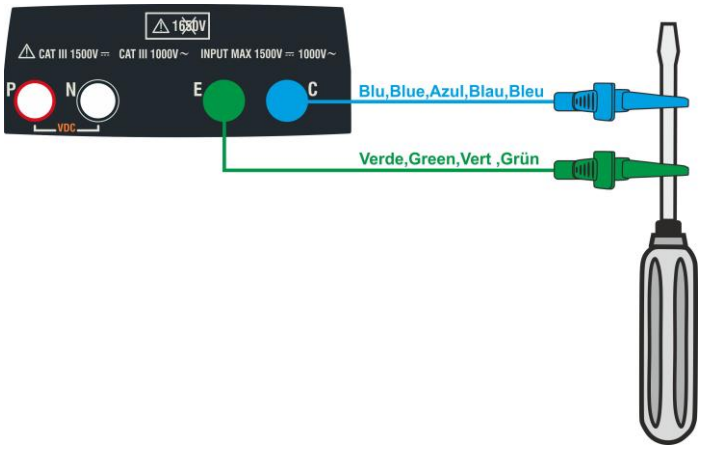

Fig. 4: Compensazione della resistenza dei cavi di misura
3. Connettere i cavi di misura tra di loro come mostrato in Fig. 4